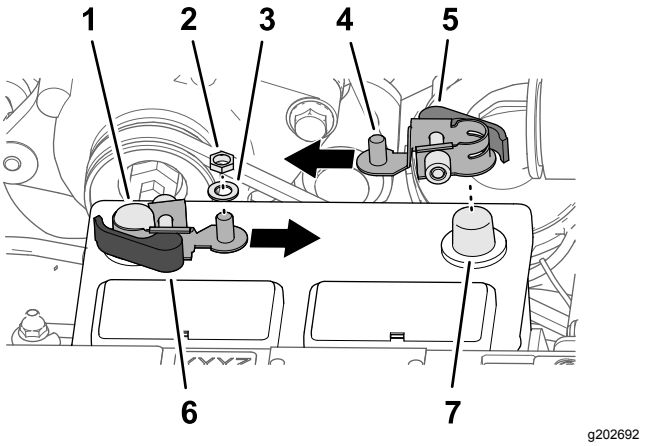

Figuur 207
1. Verwijder de zeskantmoer en de ringen van de snelsluitklemmen met rode en zwarte handgreep (Figuur 207).
3. Monteer de snelsluitklem op de minpool van de accu, met de pool met schroefdraad van de klem naar het midden van de accu gericht; zie Figuur 207.